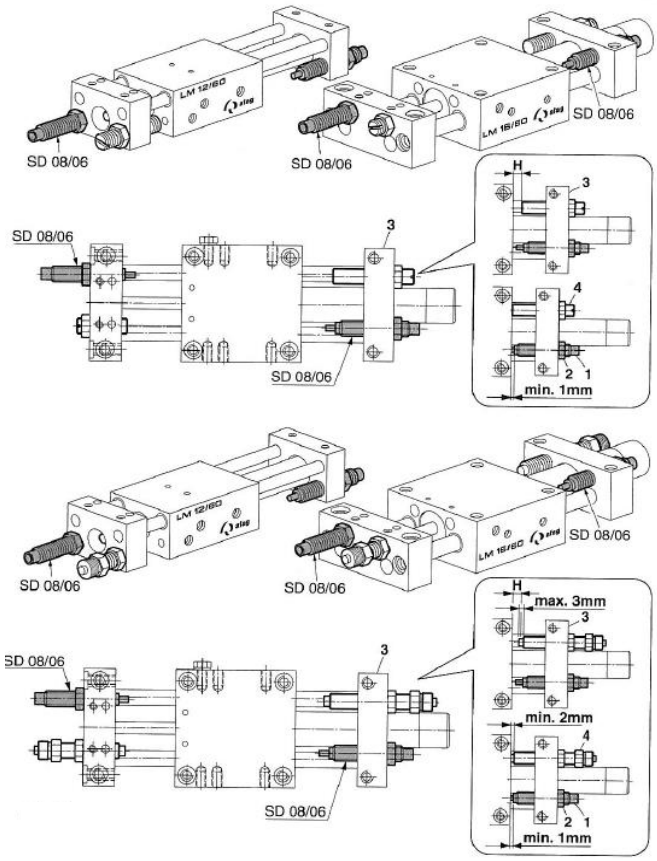

Fig. 18 Réglage des amortisseurs
2. Vissez l'amortisseur (Fig. 18, 1) jusqu'à ce que l'axe dépasse d'au moins 1 mm
3. Fixez l'amortisseur avec l'écrou de fixation (Fig. 18, 2).
La course (H) doit être limitée par la butée (Fig. 18, 4) - et non par l'amortisseur !